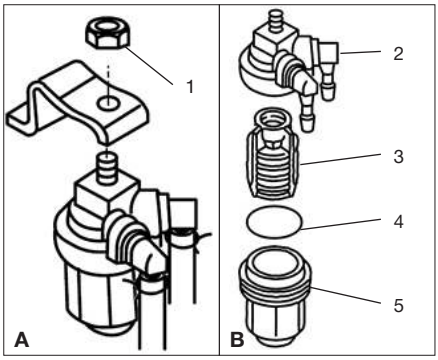

Рис. 47 Обслуживание топливного фильтра
2. Открутите гайку 1 крепления фильтра в сборе (Рис. 47А) и снимите фильтр.
3. Подложите под фильтр кусок ветоши, затем открутите стакан 5 фильтра (Рис. 47В). Если в топливе в стакане фильтра будет обнаружено какое-либо количество воды, внешний топливный бак должен быть проверен и промыт.
4. Извлеките фильтрующий элемент 3 и промойте его чистым бензином. Дайте ему просохнуть. Затем осмотрите фильтрующий элемент 3 и уплотнительное кольцо 4, чтобы убедиться, что они находятся в хорошем состоянии (Рис. 47В). Если потребуется, произведите их замену.
5. Произведите очистку стакана 5 фильтра (Рис. 47В).